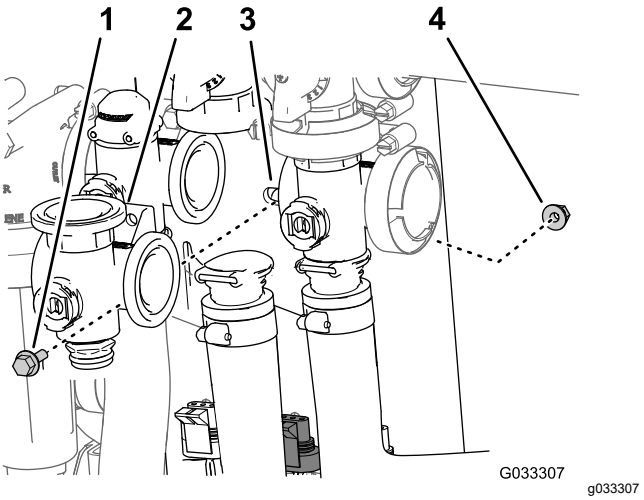

Figure 71
3. Retirez le boulon à embase et le contre-écrou à embase qui fixent la vanne d'agitation au support, puis déposez le collecteur de la machine (Figure 71).